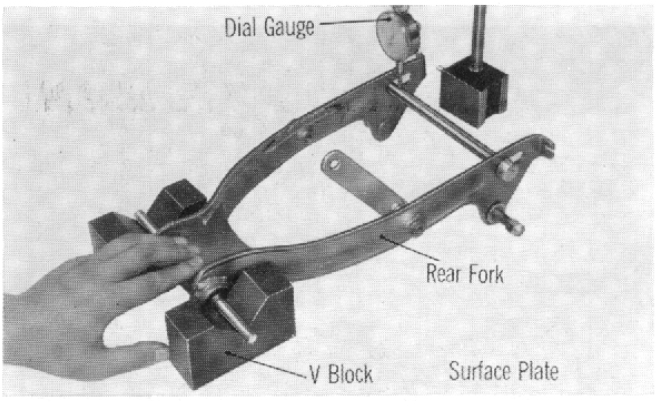

Fig. 97
(2) Check the rear fork for twist and deformation. If twist is over 0.040 in. (1 mm) or the part is defective, replace with a new part. **(Fig. 97)**